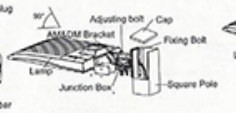

Figure 22
Step 2: Fix A&D bracket to square pole with bolt, open the cover of A&D bracket junction box, pull the wire into bracket junction box, connect the wire properly and cover the junction box. (Figure 22)
Notice: Adjustable angle is 0-90°. (Figure 22)